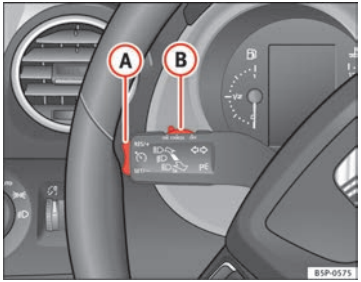

Fig. 155 Turn signal and main beam headlight lever: switch and rocker switch for the cruise control
– Press the upper part **RES/+** of the rocker switch ⇒ fig. 155 (A) to increase the speed. The vehicle will continue to accelerate as long as you keep the rocker switch pressed. When you release the switch, the new speed is stored.
Cruise control is switched off if you reduce speed by depressing the brake pedal. You can reactivate the control by pressing once on the upper part of the rocker switch **RES/+** ⇒ fig. 155 (A).